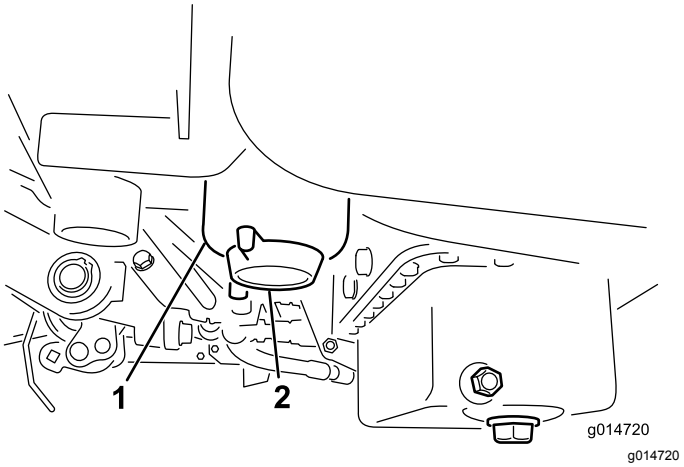

**Rysunek 49**
2. Oczyść obszar wokół miejsca zamontowania filtra (Rysunek 49).
4. Otwórz korek spustowy filtra (Rysunek 49).